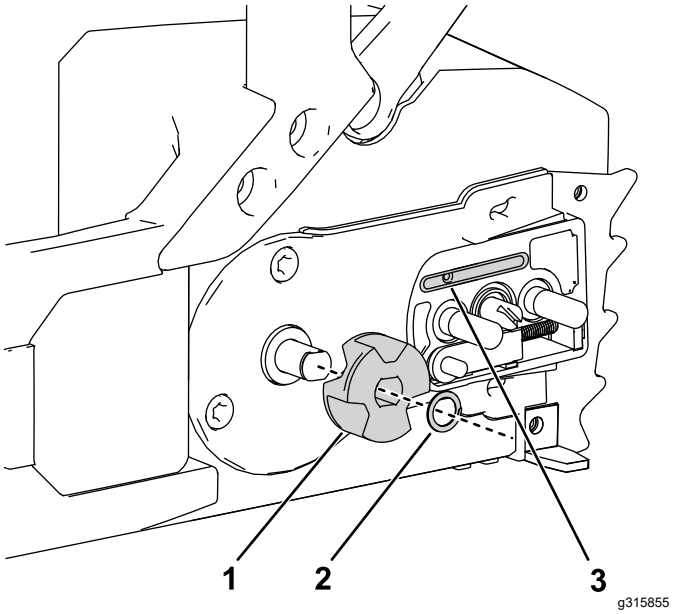

**Rysunek 29**
5. Zdemontuj z piły łańcuchowej pierścień osadczy i koło napędzające (Rysunek 29).
9. Sprawdź wylot oleju (Rysunek 29) pod kątem zabrudzenia, w razie potrzeby oczyść cały obszar.